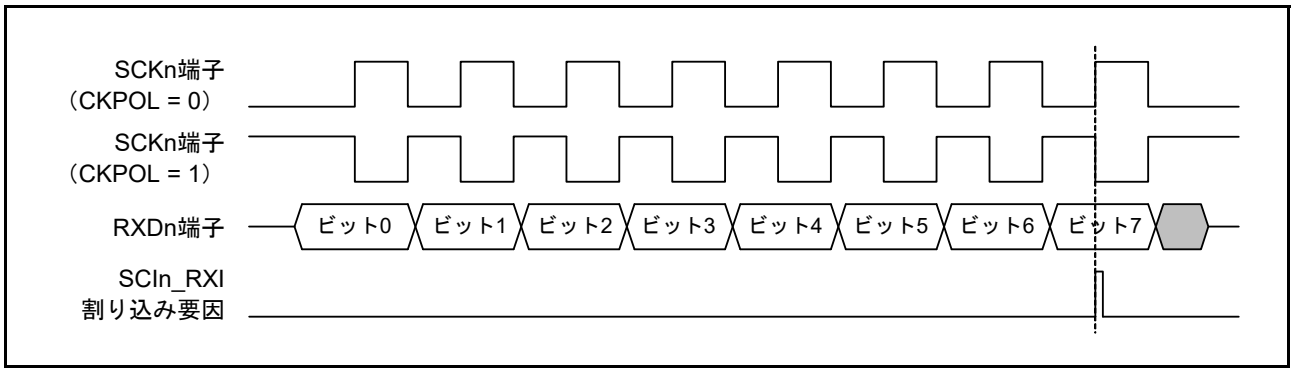

図 34.79 簡易 SPI モードにおける SCIn_RXI 割り込みの発生タイミング（クロック遅れあり）
- 「クロック遅れあり」の設定（SPMR.CKPH ビット = 1）では、図 34.79 に示すように、SCKn 端子の最終クロックエッジ手前のクロックエッジで受信データフル割り込み（SCIn_RXI）が発生します。このとき、SCR.TE ビットと SCR.RE ビットを SCKn 端子の最終クロックエッジより前に 0 にすると、SCKn 端子出力がハイインピーダンスとなり、送受信クロックの最終のクロックパルス幅が短くなります。また、SCIn_RXI 割り込みの発生によって、SCKn 端子の最終クロックエッジより前に接続先スレーブの SSn 端子入力信号が High になった場合、スレーブが誤動作する可能性があります。